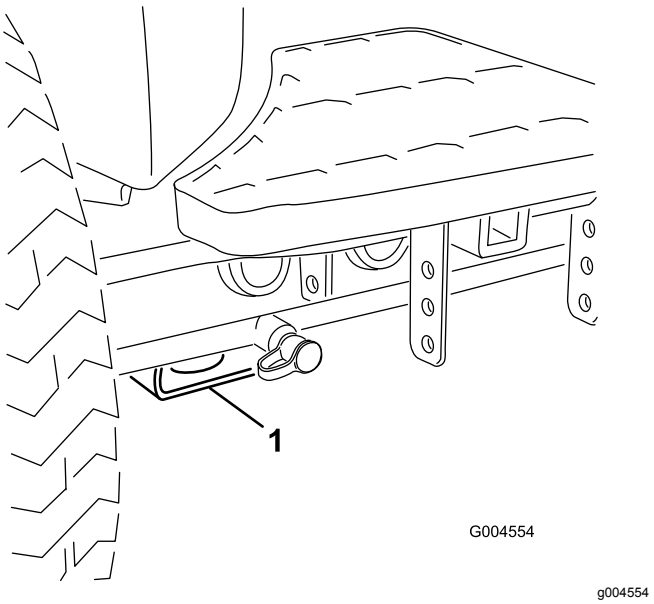

Figur 57
- Fram – fyrkantigt belägg under axelröret inuti båda framdäcken (Figur 57).